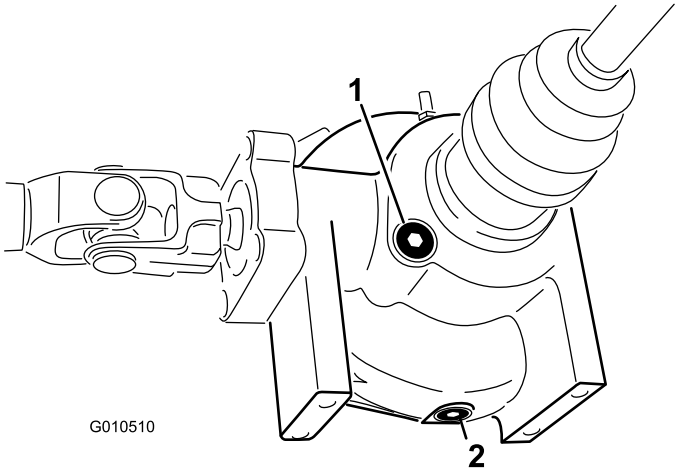

Figur 18
2. Rengör området runt påfyllnings-/kontrollpluggen på differentialens sida (Figur 18).